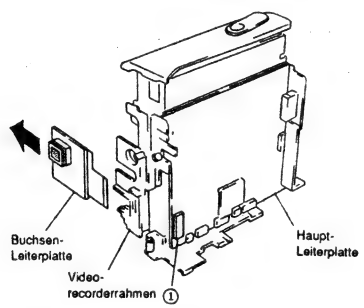

Abb. 2-29
1) Zwei (2) Laschen freigeben und die Zoom-Schalterplatte in Richtung des Pfeiles von dem Hilfschassis abnehmen (siehe Abb. 2-29).
1) Ein (1) Flachkabel (CN910) von der Haupt-Leiterplatte abtrennen (siehe Abb. 2-29).